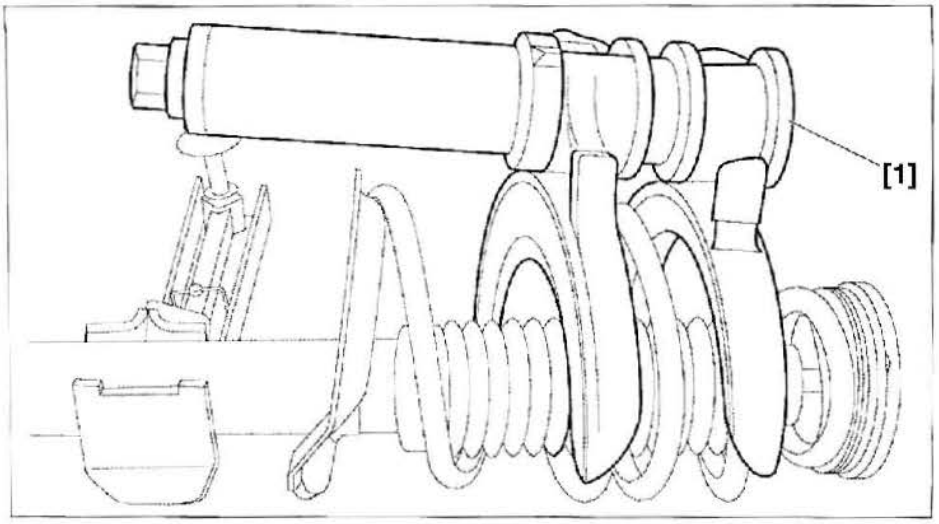

FIG. 4
• Colocar el elemento de suspensión equipado con el compresor [1] (ref. 4137-T) en un tornillo de banco con un útil tipo Facom D22 **(fig. 4).**